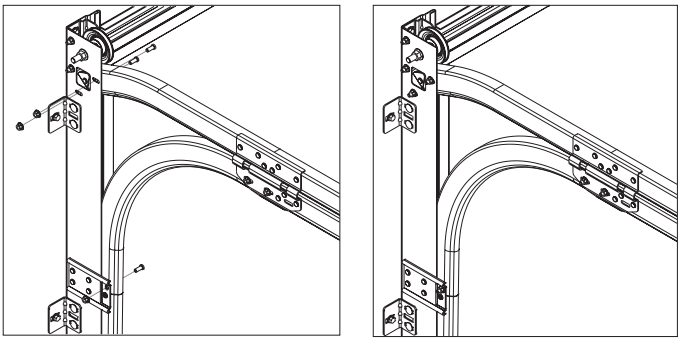

*Рис. 13.3.*
2) приложить горизонтальную направляющую в сборе с радиусным профилем к опорной стойке (рис.13.3).